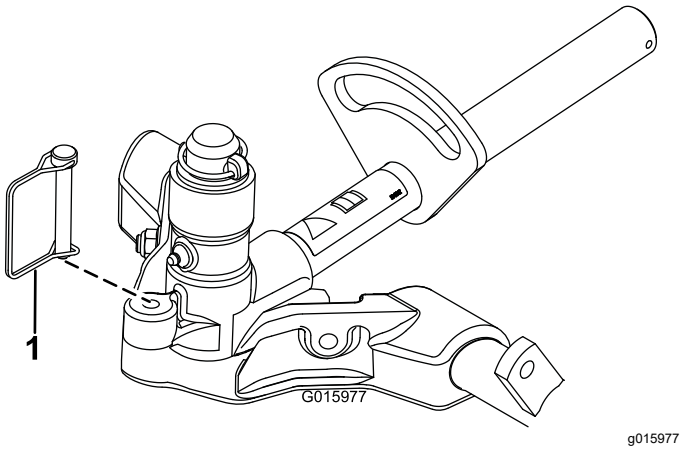

Figuur 17
12. Om de stuuruitslag van de maai-eenheden te borgen, bevestigt u het juk van het draaipunt met de borgpen aan het draagframe (Figuur 17).